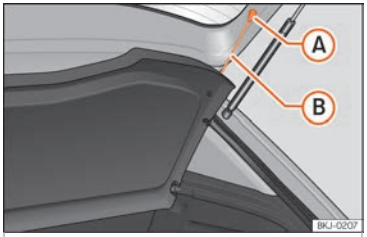

Fig. 112 In the luggage compartment: removing and fitting the shelf.
- Detach the cord loops ››› Fig. 112 Ⓑ from their hooks Ⓐ.
- Hook the loops ››› Fig. 112 Ⓑ to the rear lid.